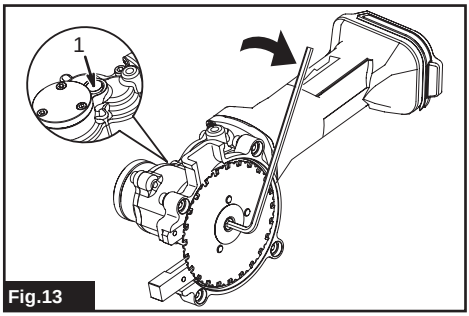

Fig.13
► **Fig.13:** **1.** Push (Lock Button)